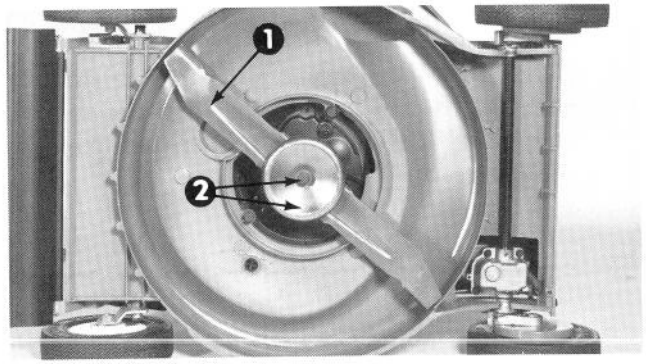

Afbeelding 25
4. Pak het uiteinde van het mes met een doek of een dikke gewatteerde handschoen vast. Verwijder de dopschroef, de sluitring, de scalpeercup en het mes (Afb. 25).
5. Slijp de snijkant aan beide einden van het mes met een vijl (Afb. 25).